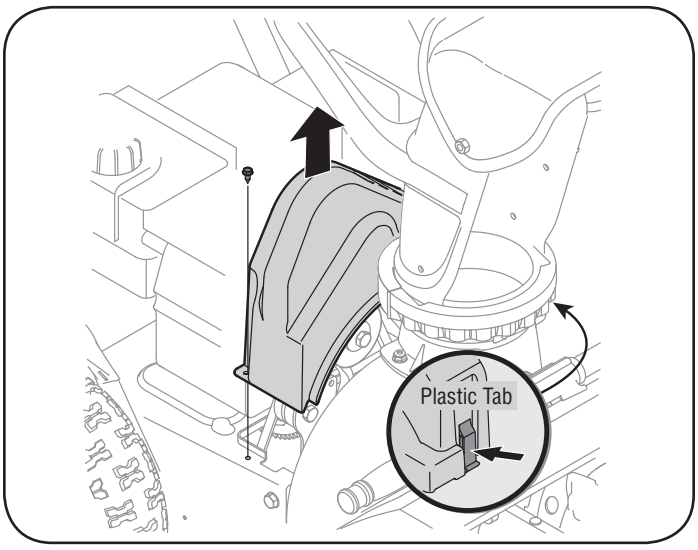

Figura 13
2. Retire el tornillo de la cubierta de la correa utilizando una llave de 5/16 con extensión y eleve la misma ligeramente. Asimismo, también debe soltar la aleta de plástico en el otro lado para elevar. No intente retirar la cubierta de la correa de la unidad en este momento. Vea la figura 13.